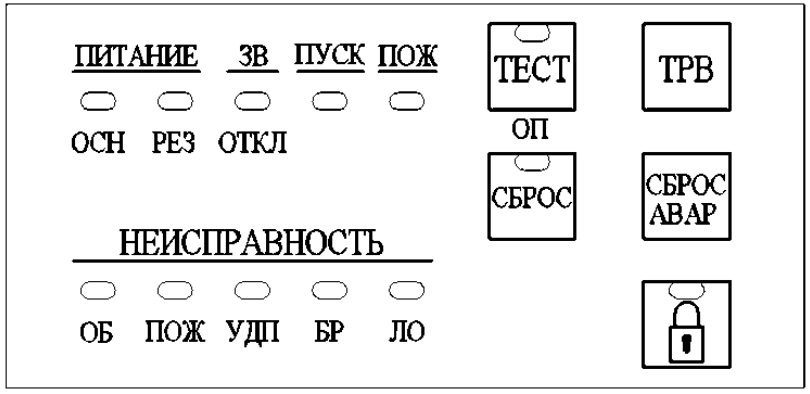

Рисунок 1. Органы управления и индикации
4.2. Органы управления (кнопки) на панели прибора (см. рис. 1):
4.3. Органы индикации на панели прибора (см. рис. 1):